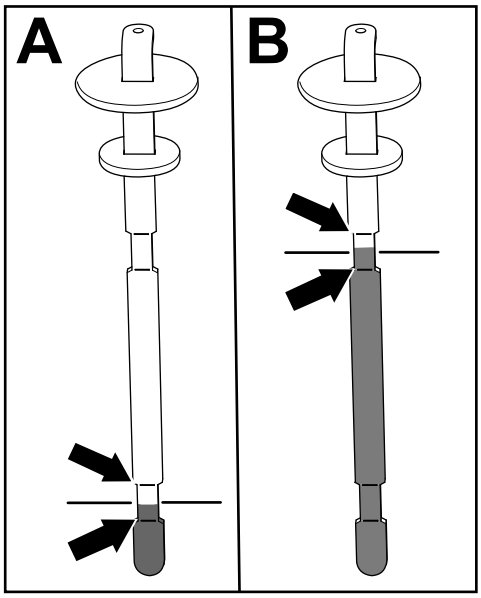

**Figura 80**
5. Rimuovete l'asta di livello e verificate il livello del fluido (Figura 80).
- **Se montate un apparato di taglio:** il livello del fluido idraulico è corretto quando il fluido è compreso tra le 2 tacche di livello inferiori dell'asta (A nella Figura 80). Il livello del fluido è accettabile anche quando è più alto delle tacche inferiori.
- **Se montate il kit flessibile dell'attrezzo ad azionamento idraulico:** il livello del fluido idraulico è corretto quando il fluido è compreso tra le 2 tacche di livello superiori dell'asta (B in Figura 80).